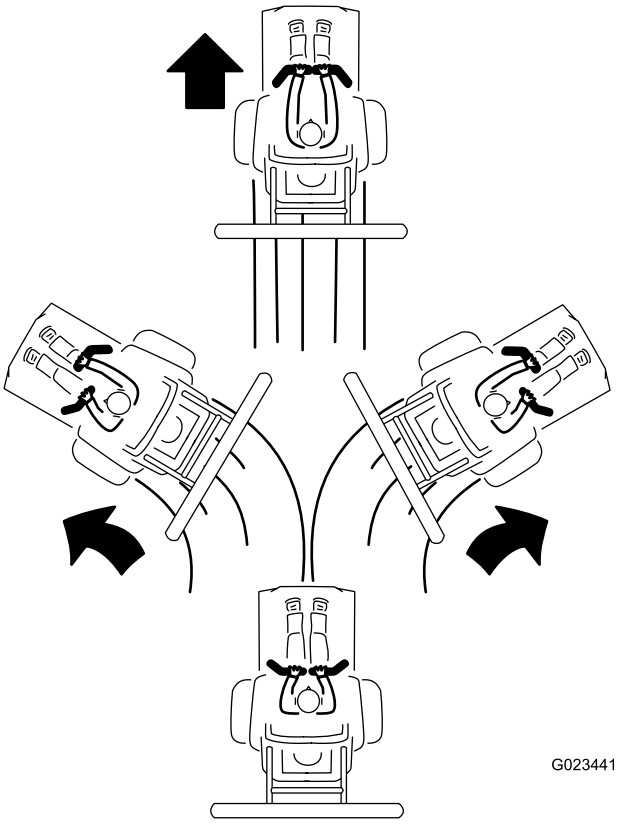

Figuur 25
3. Om vooruit te rijden, duwt u de bedieningshendels langzaam naar voren (Figuur 25).